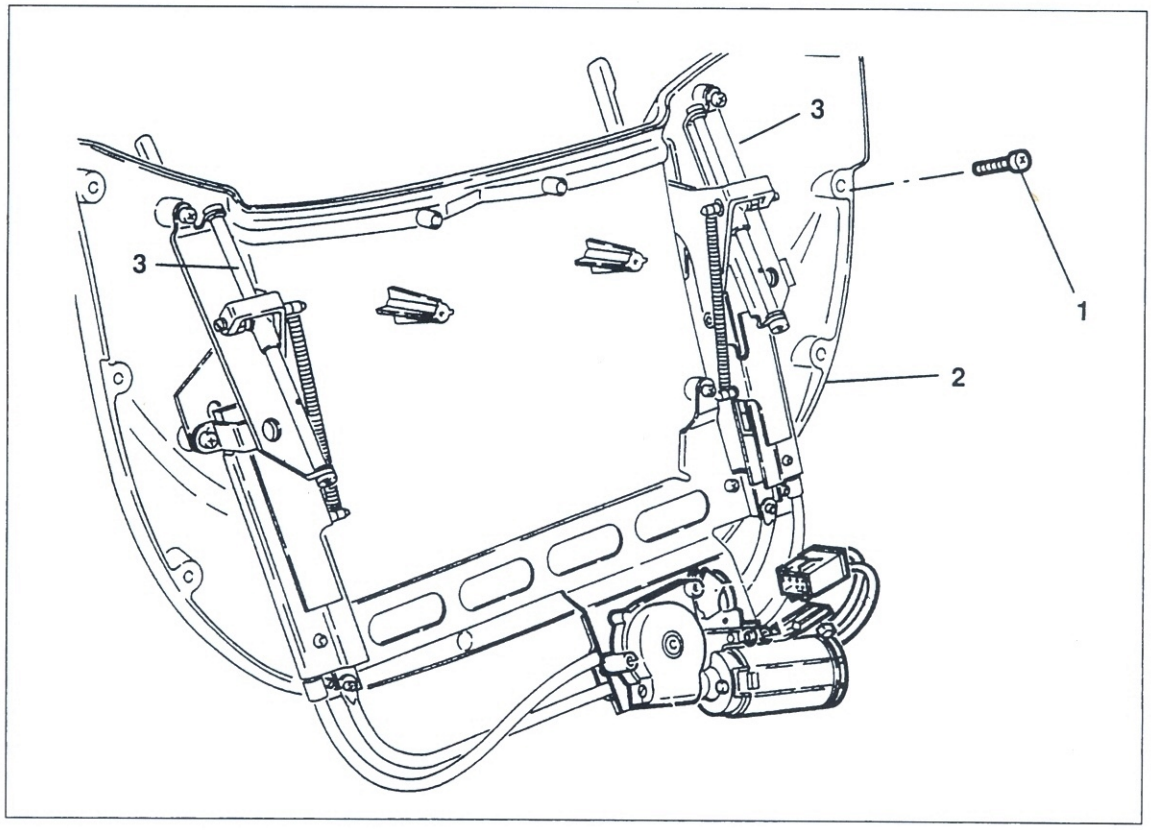

Bild 64
● Befestigungsschrauben ① Bild 64 auf beiden Seiten ausdrehen.